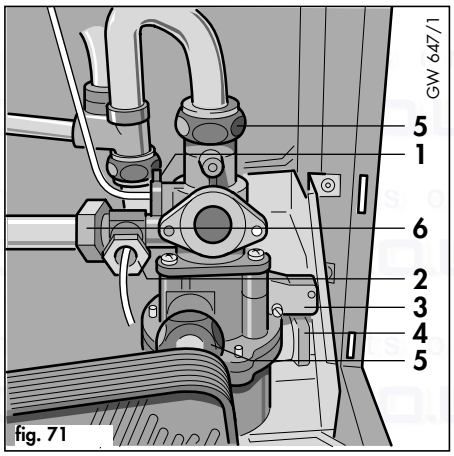

fig. 71
- Remove clip and disconnect pressure tube (1, fig. 71) from diverter valve.
- Undo nut (2, fig. 71) and disconnect pressure guage tube.
- Disconnect union (6, fig. 71).
- Disconnect electrical connections from DHW microswitch (3, fig 71).
- Remove clip (4, fig. 71) by pulling down.
- Undo two unions (5, fig. 71).
- Undo union (2, fig 71) on diverter valve to release pressure gauge tube.